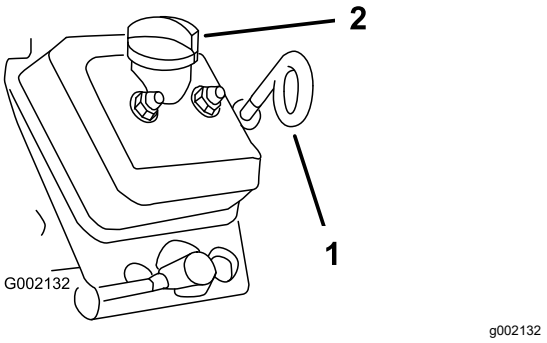

Figur 40
8. Gör rent runt oljestickan och dess lock samt påfyllningsröret och ta bort oljestickan (Figur 40).
9. Ta bort oljestickan och fyll på med specificerad olja i påfyllningsröret tills nivån når upp till markeringen Full på oljestickan (Figur 40).
10. För in oljestickan helt i oljesticksröret, dra ur den och kontrollera oljenivån (Figur 40).
11. Sätt tillbaka oljestickan i oljesticksröret och säkra locket i röröppningen så att de sitter ordentligt (Figur 40).